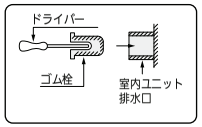

図22
- 左側のゴム栓を取り外し、右側に付けてください。ドライバーなどで室内ユニット排水口の中に押し込むと簡単に取り付けられます。栓は、室内ユニット排水口にいっぱいまで押し込んでください。（図22）